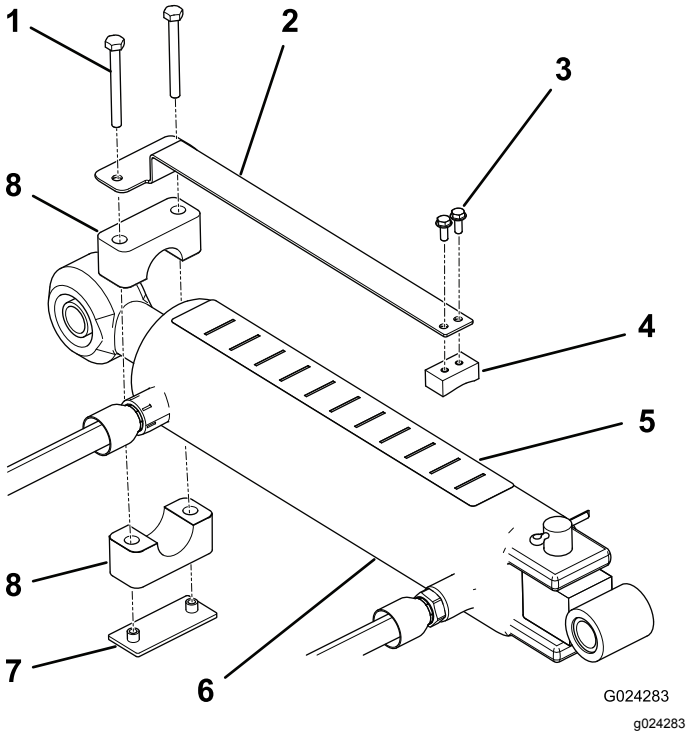

**Figur 8**
1. Monter dybdemåleren til den flate siden av glideblokken med to maskinskruer (nr. 10 x ½ tomme) ved å plassere komponentene som vist i Figur 8.
2. Bruk rørklemmen, sveiseplaten og to skruer (¼ x 2½ tomme) for å montere dybdemåleren løst til stangenden på toppleddsylinderen (Figur 8). Påse at klemmene er såpass løse slik at de kan roteres til ønsket posisjon.
4. Fest dybdemerket øverst på sylinderen på et sted som er synlig for føreren og ikke er i veien for hydraulikkslanger eller andre ting (Figur 8). Innrett enden av merket med bokstaven «J» mot luftemaskinen.